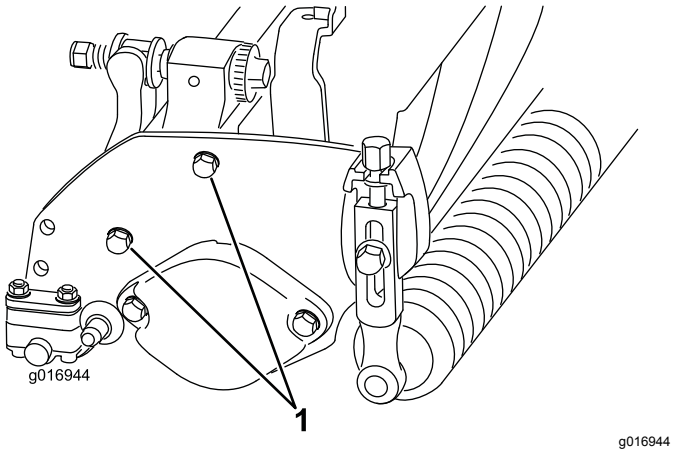

**Figur 8**
**Obs:** Den bakre rullens läge i förhållande till cylindern kontrolleras av de sammansatta komponenternas maskintoleranser och parallelljustering är inte nödvändig. Du kan göra vissa justeringar genom att ställa klippenheten på en golvplatta och lossa sidoplåtens fästskruvar (Figur 8). Justera skruvarna och dra åt dem när du är klar.